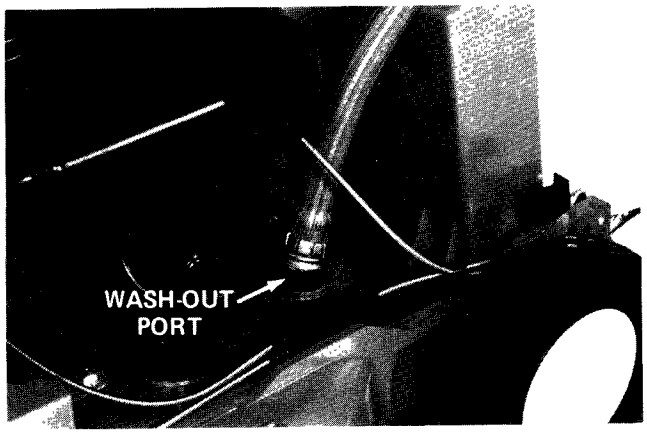

Figure 15
2. Open the wash-out port (Fig. 15).
3. Move traction control to DISENGAGE detent (self-propelled models) and start engine. Using moderate water pressure, put end of hose without nozzle, into wash-out port opening (Fig. 15). Allow engine and water to run for approximately 2 minutes; then shut engine off. Pull high tension wire off spark plug after all moving parts stop.